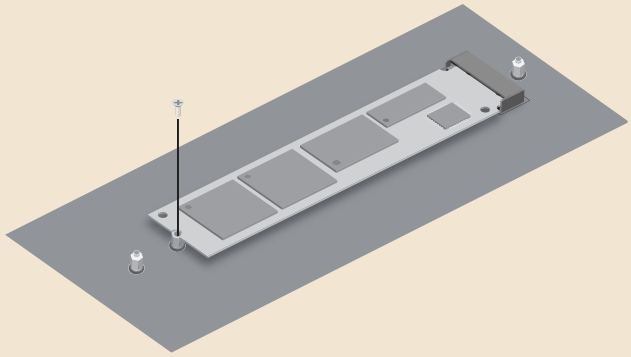

Figura 17.4: Aparafuse o SSD ao slot M.2.
5. Aparafuse o SSD ao slot M.2 como mostra a Figura 17.4. O parafuso necessário acompanha a placa-mãe.